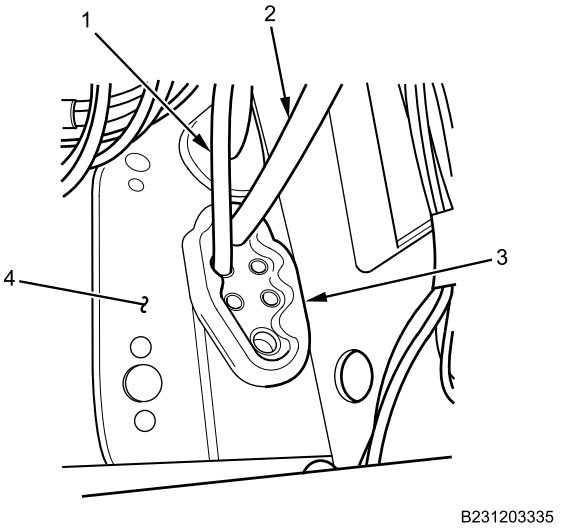

Figure 4. Interior Air Lines.
1. Install left air line grommet (Figure 4, Item 3) on DCM (Figure 4, Item 4) inside cabin.
2. Install YELLOW supply air line (Figure 4, Item 2) and BLACK air cleaner restriction gauge vacuum line (Figure 4, Item 1) on left air line grommet (Figure 4, Item 3) inside cabin.